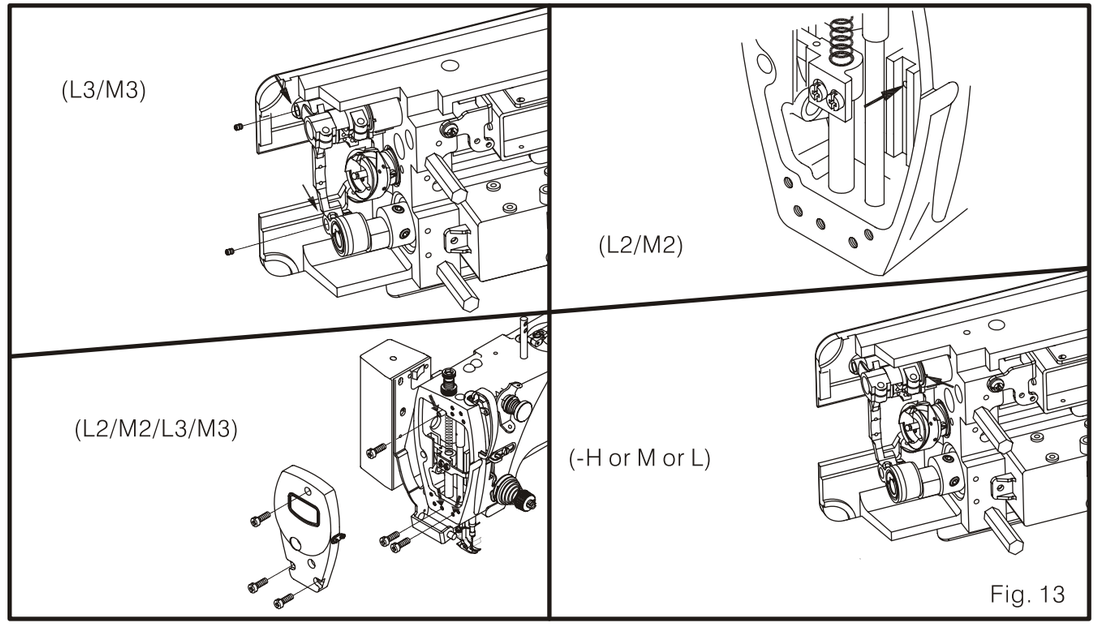

Fig. 13
3. Aplique grasa en cada agujero hasta que sobresalga ligeramente. (Fig. 13)